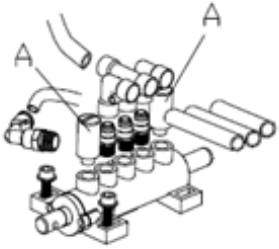

Рис. 13
2. Ослабьте глушители клапанов (A), которые относятся к педали раскрытия и смыкания кулачков и педали устройства отжима борта; (рис. 13).
3. Очистите глушители сжатым воздухом, при их повреждении — замените в соответствии с перечнем запасных частей. (Рис. 13)